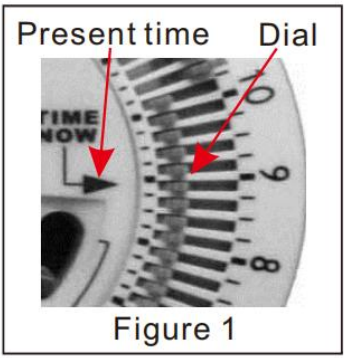

Figure 1
1. Najpierw popraw teraźniejszość. Obróć pokrętło zgodnie z ruchem wskazówek zegara, i niech strzałka wskazuje czas teraźniejszy. Np. Obecnie jest godzina 9:00. Obróć wybierz tarczę i ustaw strzałkę tak, aby wskazywała godzinę 9:00 (patrz rysunek 1).